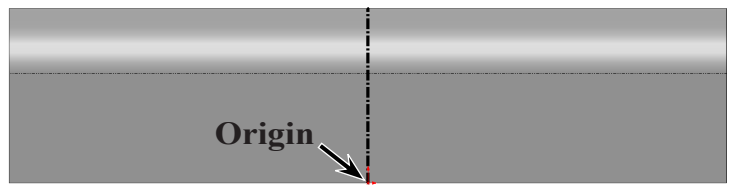

Fig. 12
Step 4. Starting from the Origin, sketch vertical centerline, **Fig. 12**.